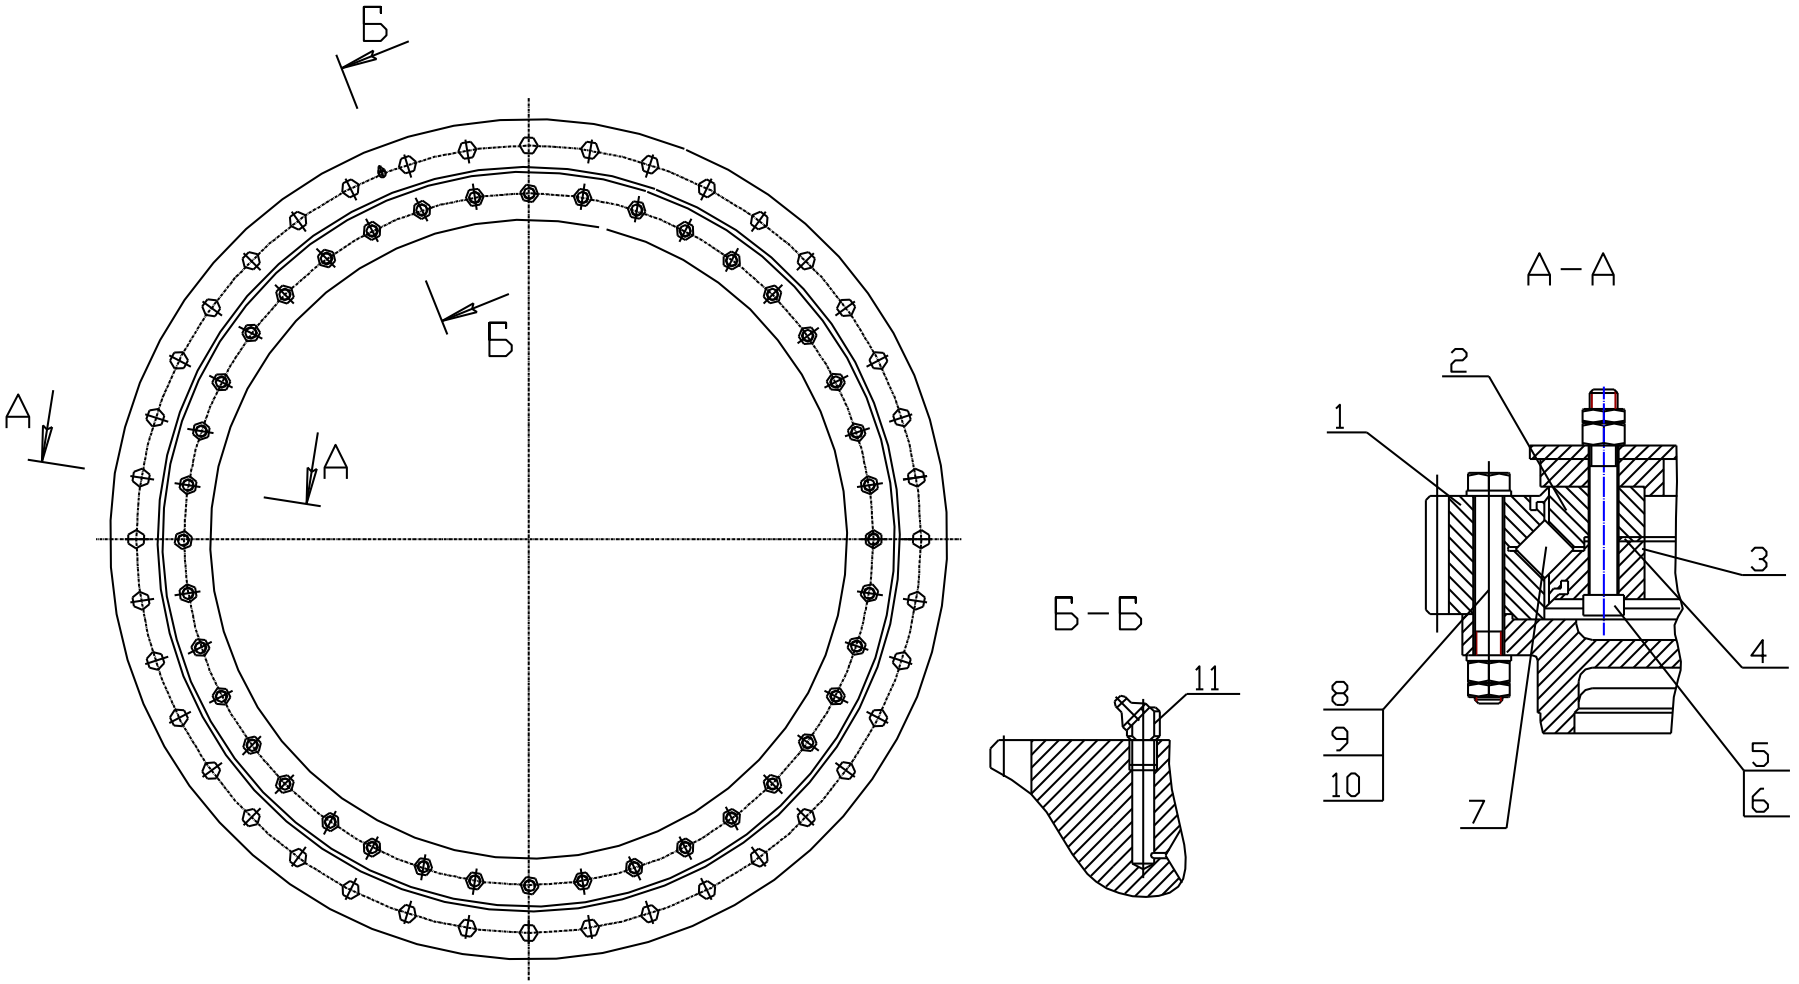

Рис. 12.4 Опора поворотная
3.Ослабить гайки 9 (рис.12.4). Отвернуть гайки 9 полностью.